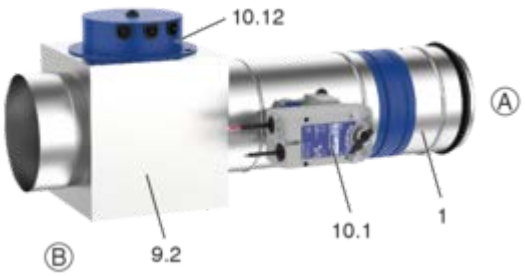
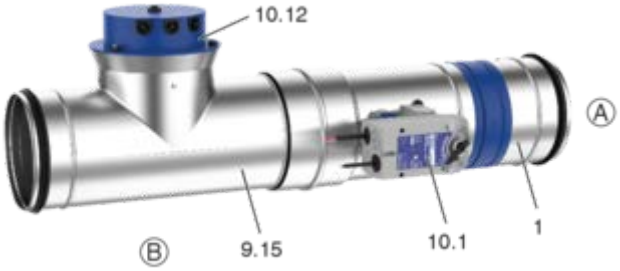

Fig. 14: FKRS-EU e RM-O-3-D em conduta retangular
Fig. 15: FKRS-EU e RM-O-3-D em conduta circular
- O detetor de fumo TM-O-3-D deve ser montado pelo cliente numa conduta retangular. Fig. 14 . Em alternativa, a montagem é efetuada no local, numa conduta circular com peça em T, Fig. 15 . Regra geral, o detetor de fumo deve ser colocado na parte superior. São permitidas medidas de desvio. Na Alemanha, a licença da inspeção geral de edifícios para o detetor de fumo da conduta deve ser respeitada.